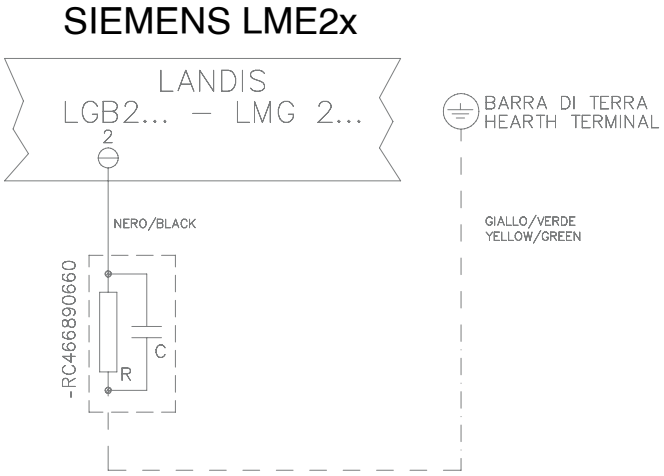

Fig. 64
* In this case insert an RC filter (see Fig. 64)